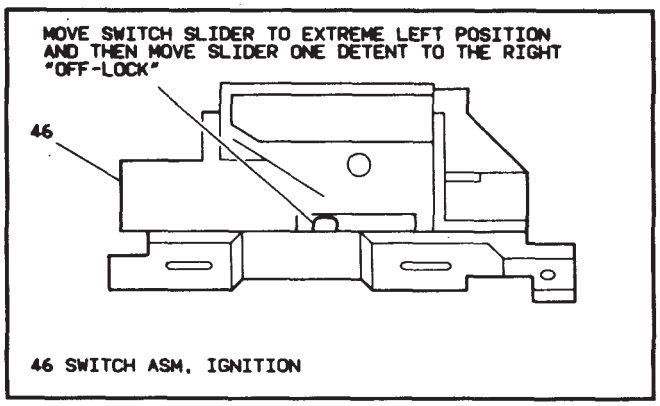

Figure 13 – Adjusting Ignition Switch
- Tighten bolt (53) to 30.0 N·m (22 lb.ft.).
NOTICE: Install ignition switch (46) to jacket (45) with switch in "OFF-LOCK" position. (See Figure 13) New ignition switch will be pinned in "OFF-LOCK" position. Remove plastic pin after switch is assembled to column. Failure to do so may cause switch damage.
- Ignition switch assembly (46). (See Figure 13)
10. Ignition switch assembly (46) and flat head screw (47).